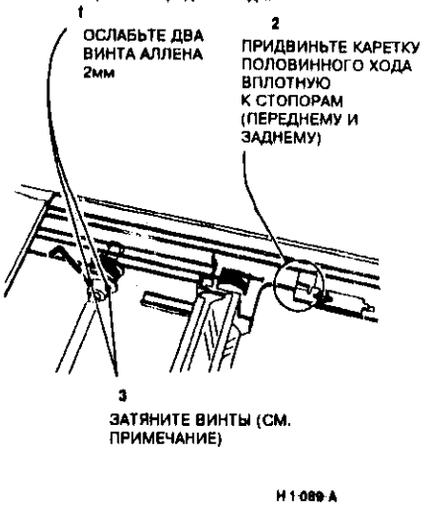

Рисунок 4. Регулировка каретки половинного хода
2. (Рисунок 4) Отрегулируйте положение каретки половинного хода так, чтобы она контактировала со стопорами спереди и сзади.